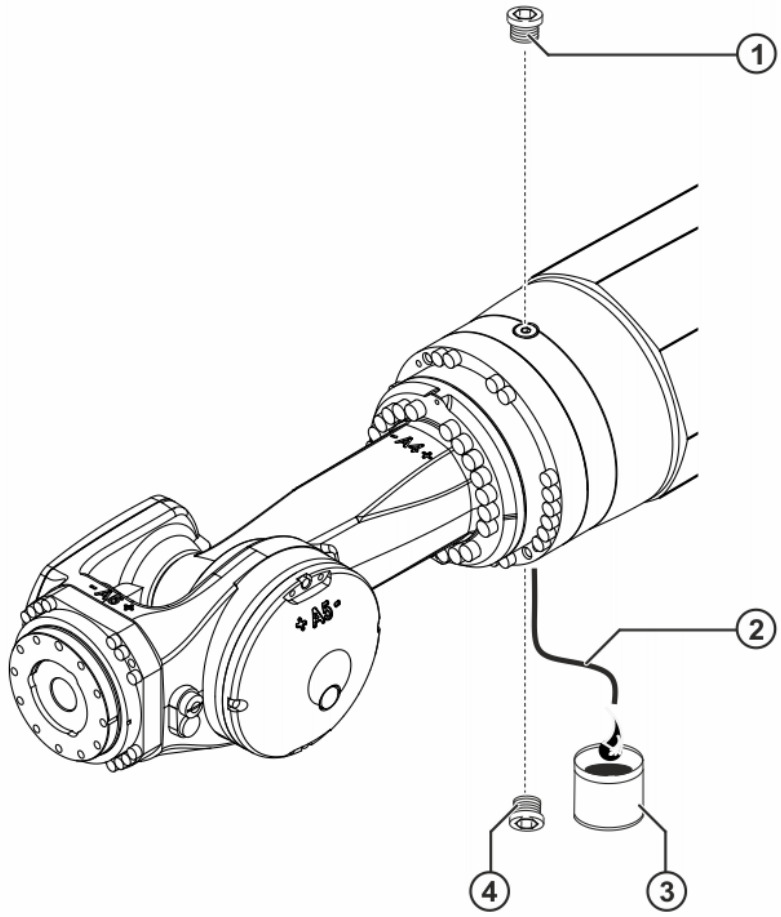

Fig. 8-10: Draining the gear oil from A4
1. Place a receptacle under the lower M18x1.5 magnetic screw plug (>>> *Fig. 8-10*).